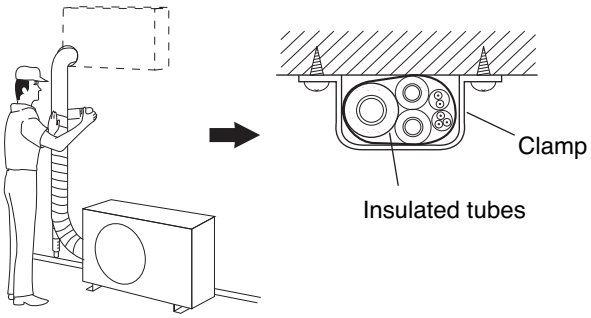

Fig. 18
(1) At this time, the 2 refrigerant tubes (and electrical wire if local codes permit) should be taped together with armoring tape. The drain hose may also be included and taped together as 1 bundle with the tubing.
(2) Wrap the armoring tape from the bottom of the outdoor unit to the top of the tubing where it enters the wall. As you wrap the tubing, overlap half of each previous tape turn. (Fig. 18)
(3) Clamp the tubing bundle to wall, using 1 clamp approx. every 120 cm.